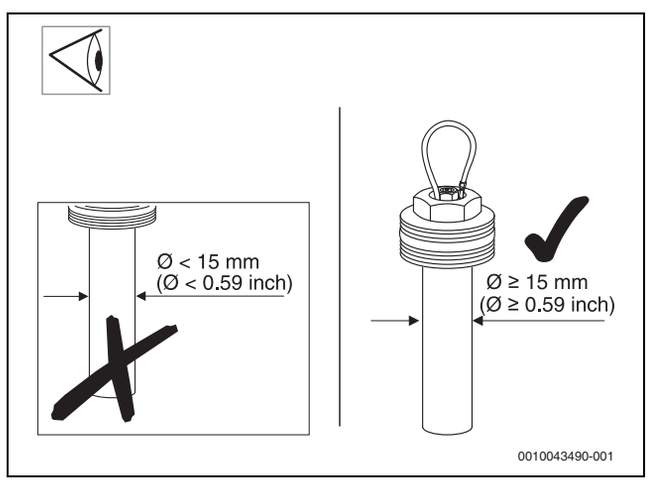

Afb. 55
- Vervang de magnesiumanode vervangen, wanneer de diameter minder is dan 15 mm (→ afbeelding 55).